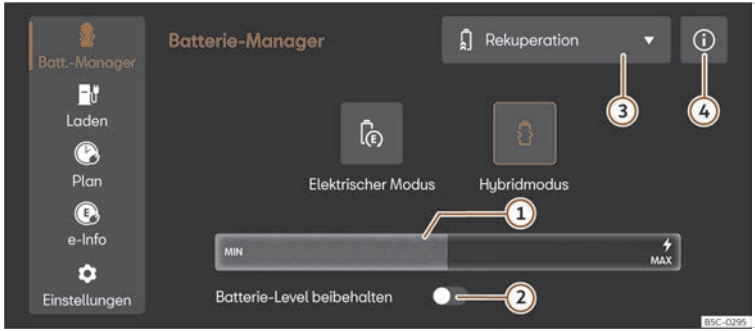

Abb. 123 Im Infotainment-System: Menü Batterie-Manager
- Wählen Sie im Infotainment-System **Elektrischer Betriebsmodus** oder **Hybrid-Modus**. Weitere Informationen zu dem Betriebsmodus finden Sie in ⓘ >>> **(Abb. 123)** ④.
Legende zur ››› **(Abb. 123)**: